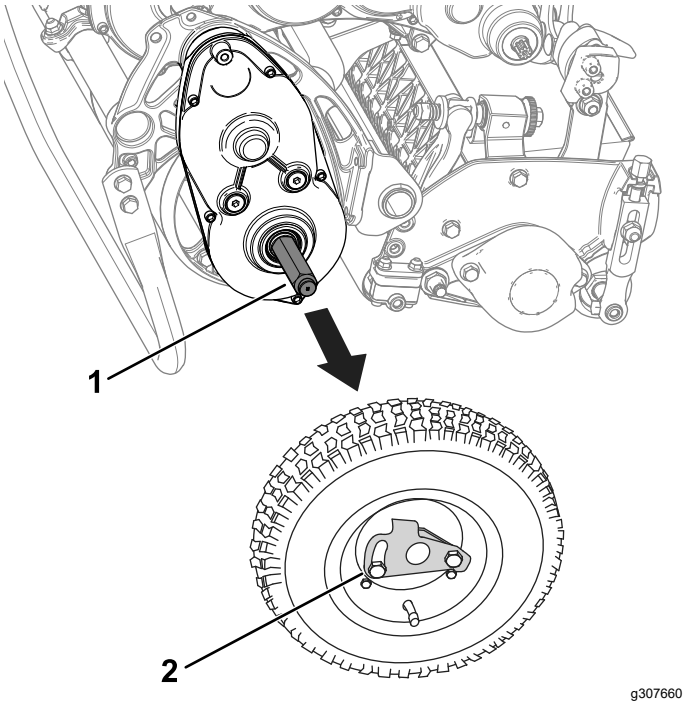

Figure 16
3. Déposez les roues de transport en poussant les clips de verrouillage hors des arbres (Figure 16).